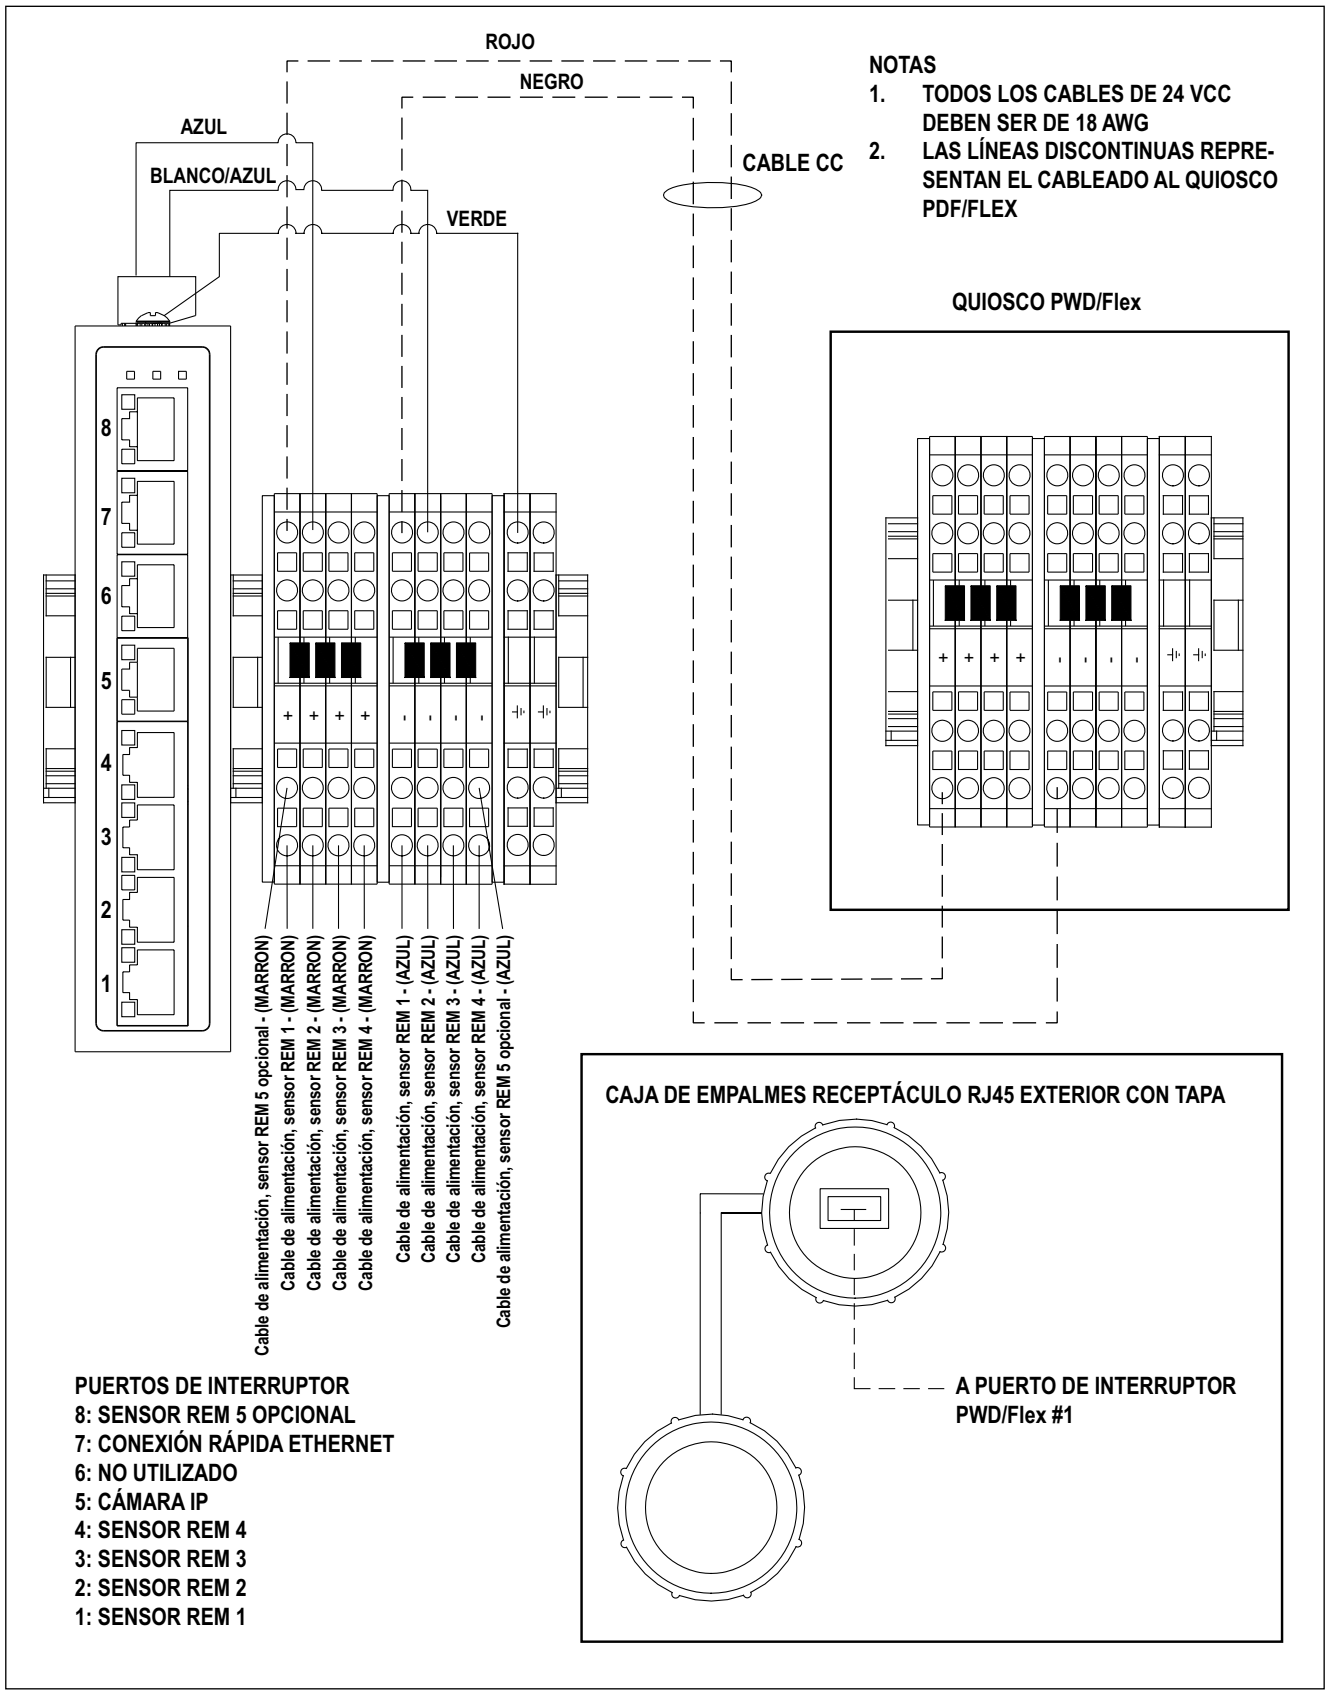

Figura 5-4. Cableado de la caja de empalmes
7. Conecte los cables Ethernet del sensor IFM remoto (verde) a los puertos Ethernet de la caja de empalmes (Figura 5-4 en la página 26).
9. Conecte los cables de alimentación del sensor IFM remoto al bloque de terminales de la caja de empalmes (Figura 5-4 en la página 26).
3. Conecte los cables de la caja de empalmes según la Figura 5-4 en la página 26.